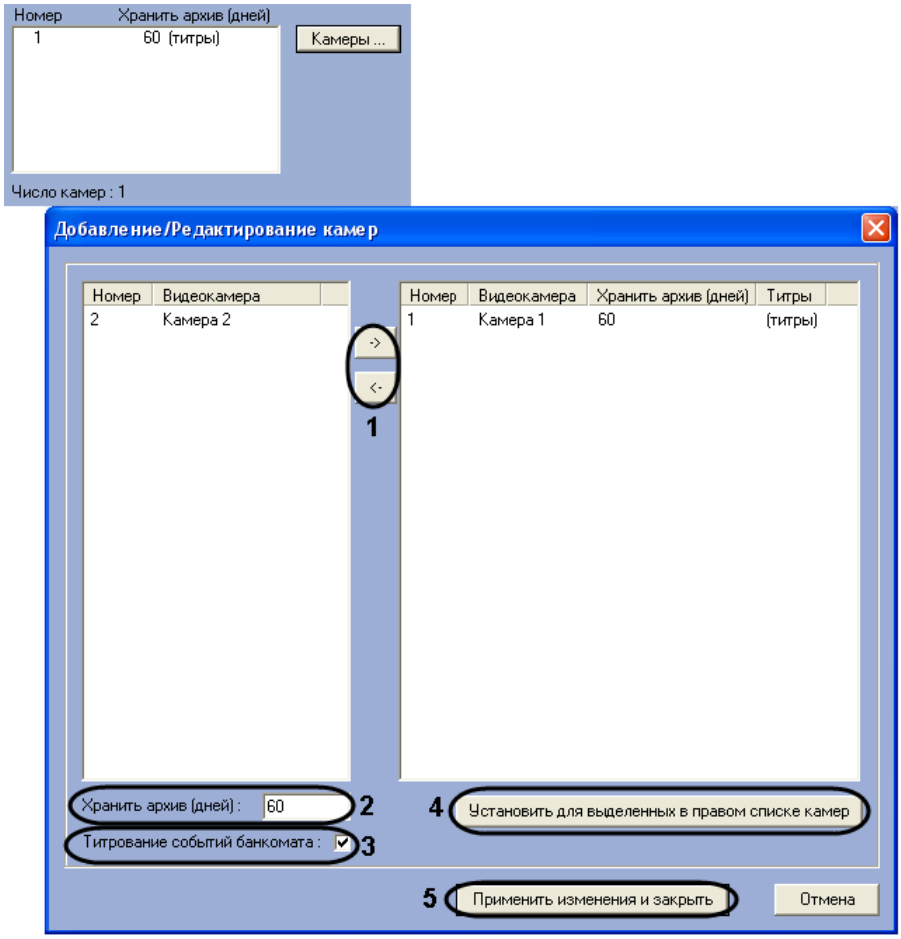

Рис. 5.4—6 Окно Добавление/редактирование камер
3. Перенести требуемые камеры при помощи кнопок -> и <- из левого списка в правый (см. Рис. 5.4—6, 1).